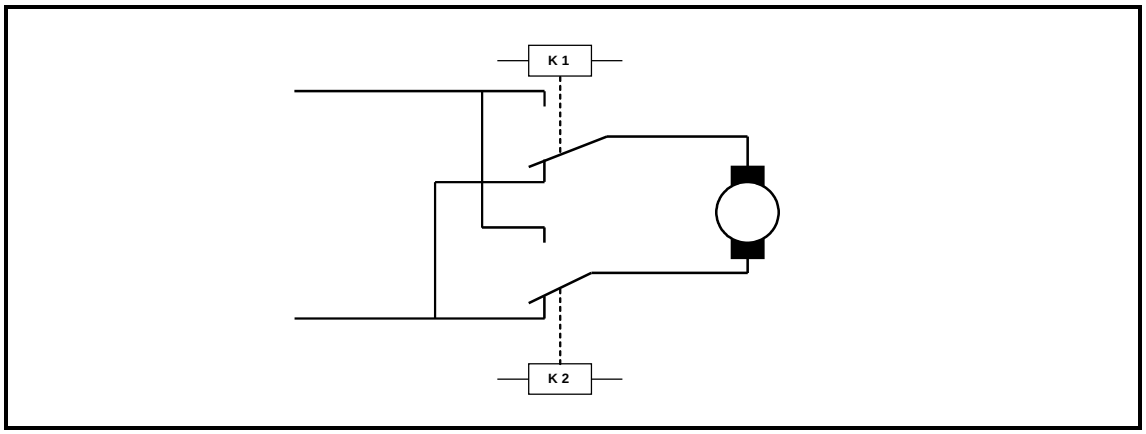

FIGUUR 1
2.3 Figuur 1 hier onder toon 'n diagram vir 'n twee-relé-omkeerkring.